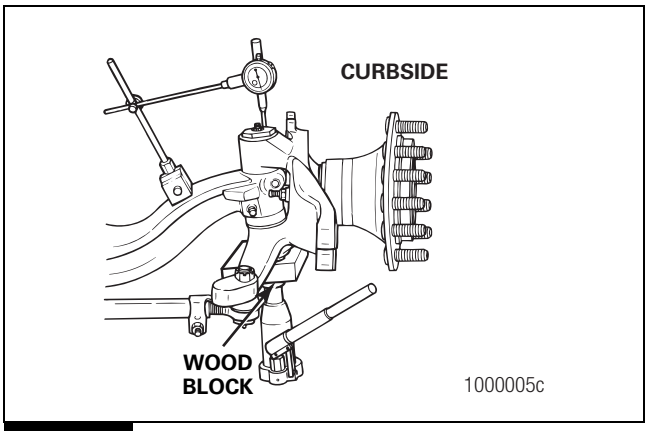

Figure 3.4
8. Place a jack and a wood block, with a hole that allows clearance for the lower king pin grease fitting, under the lower king pin cap area. Figure 3.4.